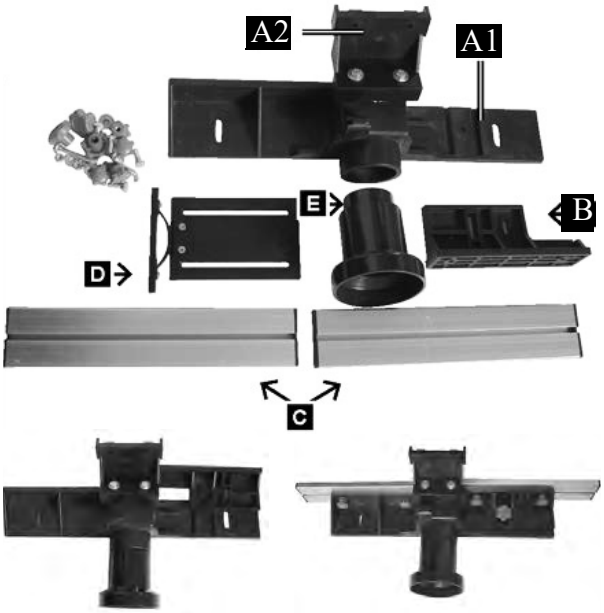

Fig. 5: Installing the spindle fence
Main support (item A1, Fig. 5)
Attachment (item A2, Fig. 5)
Fence support (item B, Fig. 5)
Stop rails, 2 units (item C, Fig. 5)
Clamping bracket (item D, Fig. 5)
Suction nozzle (item E, Fig. 5)
Push the fence support (item B, Fig. 5) into the groove on the main support (item A1, fig. 5). Then insert an M6x25 carriage bolt through the hole and screw a plastic flanged nut with washer onto it.
Step 2: Install the stop rails (item C, Fig. 5). Insert two fillister screws into the mounting openings, fit with a washer a plastic cap nut, and tighten by hand. Then slide the stop rail with the groove onto the heads of the carriage bolts. Now tighten both plastic flanged nuts.
Make sure that the stop rails (item C, Fig. 5) are fitted in the right direction.
Make sure that the stop rails (item C, Fig. 5) are fitted at the same height as the main support and attachment (A1 and A2).